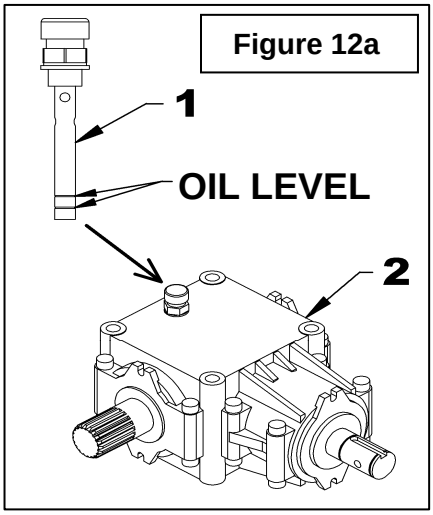

Figure 12a
1. Check the oil level before the first use and after every 40 hours of use. The oil level must be checked by the breather located on the top of the gearbox (item 2). Place the broom on a flat and level surface and turn it off a few minutes before checking.
2. Remove the breather (item 1), wipe the stick and reinstall the breather and remove it once more. The oil level should be between the 2 lower lines on the breather stick as shown on figure 12a
4. To change the oil, place a container under the gearbox and remove the plug (item 3) located under the gearbox and let the oil drain completely.
5. Reinstall the plug (item 3), remove the breather (item 1) and add the new oil (approximately 425 ml)